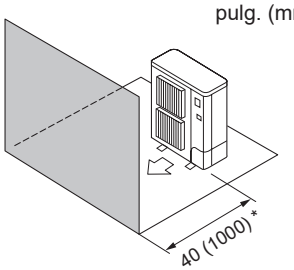

Fig. 2-9
④ Obstáculos en la parte delantera (Fig. 2-9)